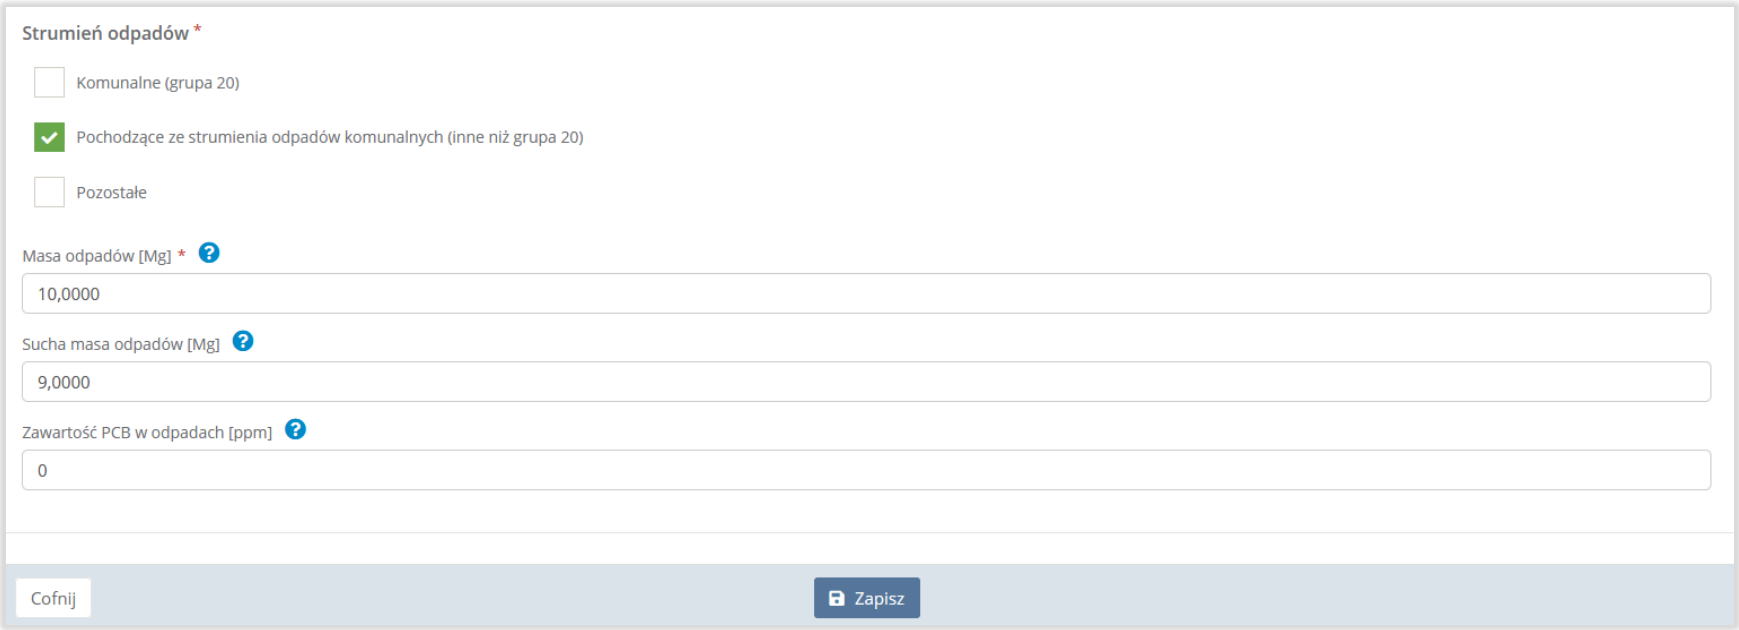

Rysunek 22 Strumień odpadów oraz masa odpadów
- zawartość PCB w odpadach [ppm]. **[RYSUNEK 22]**